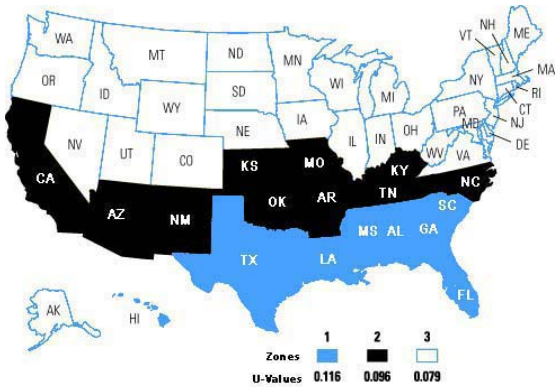

Figure 3. *Thermal (UO) zone map*
From **Figure 3.** *Thermal (UO) zone map*, identify the thermal (UO) zone for the home. Verify that the home conforms to the following rules.